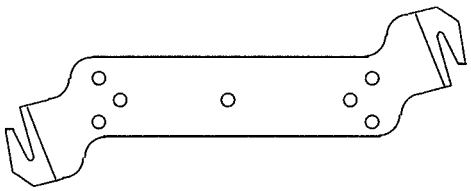

Figure 2-14
i. Attach the mounting bracket to the base of the CG-4P with the screws supplied (most CG4Ps have the bracket already attached). The CG-4P bracket is ~~offset~~ and deeper than the CG-6P bracket and must be used to properly focus the lantern (see Figure 2-14). If the FLAC-300 is used, attach it to the center hole in the bracket with an 8-32x5/16" screw. Attach the 3 short leads supplied with the flasher to the LAMP, MOTOR and NEUTRAL terminals of the CG-4P.